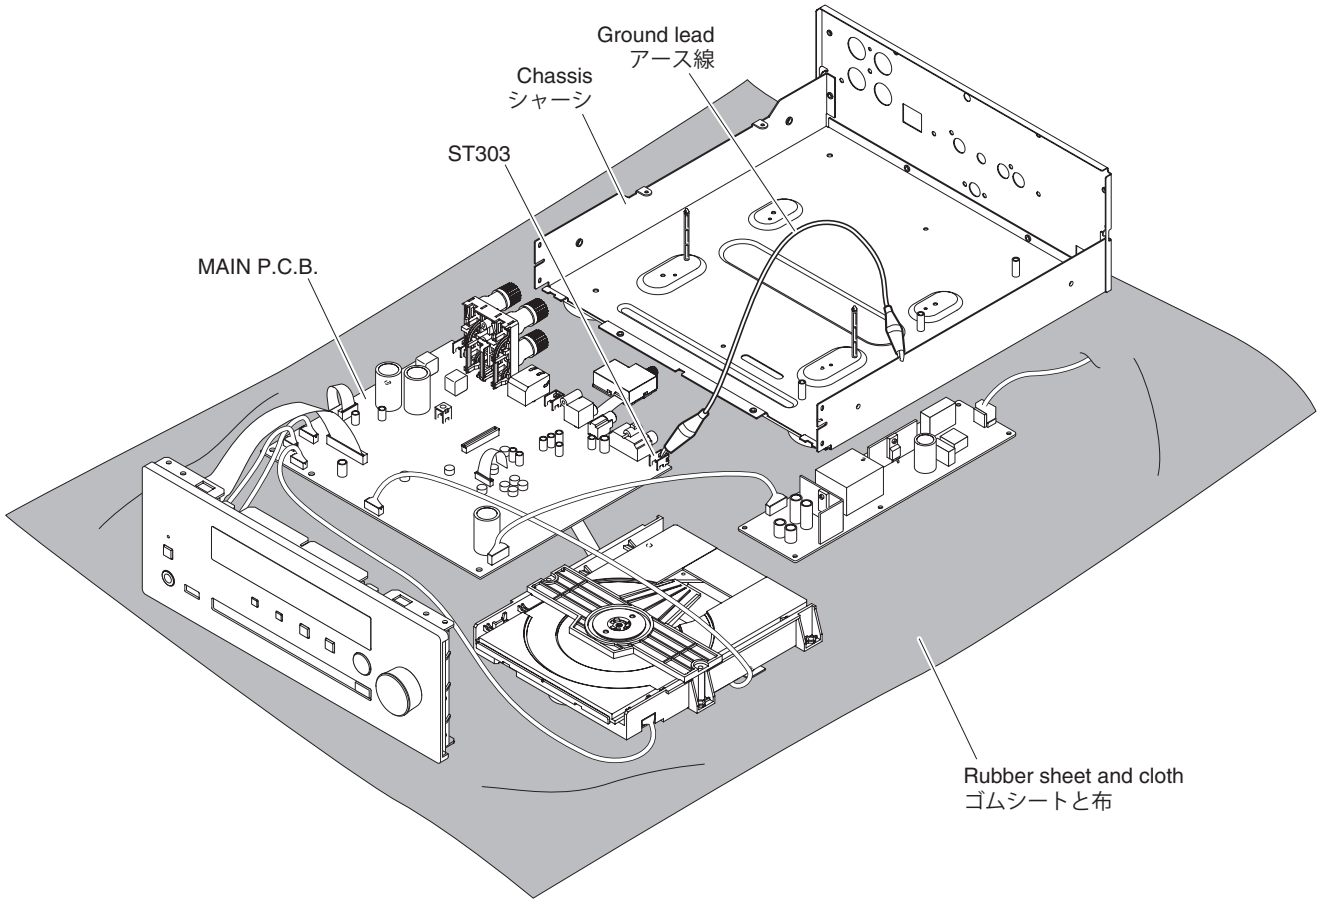

Fig. 8
When checking the P.C.B.s (Fig. 8):
P.C.B. をチェックする場合には（Fig. 8）：